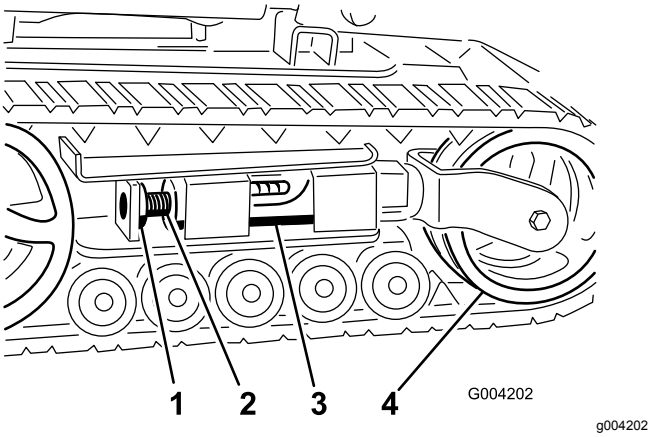
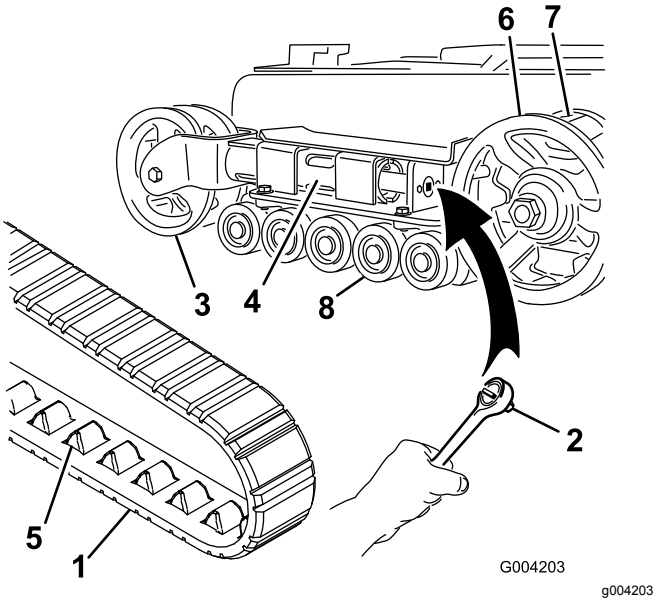
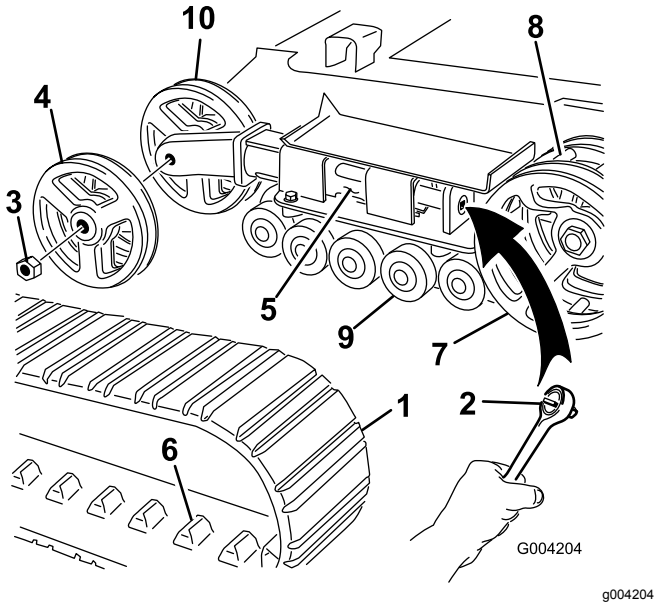

Figur 45
Figur 46
Figur 47
4. Ta bort låsbulten och muttern (Figur 45).
6. Rikta in den närmaste skåran i spännskruven med låsbultens hål, och säkra skruven med låsbult och mutter (Figur 45).
Obs: Du har smala larvband om de främre spännhjulen sitter inuti en klyka i änden på spännröret (Figur 46).
5. Använd en ½-tums hylsnyckel och lossa drivspänningen genom att vrida spännskruven medsols (Figur 45 och Figur 46).
6. Tryck spännhjulet mot bakre delen av enheten för att flytta spännröret mot ramen (Figur 46).
8. När larvbandet har avlägsnats från spännhjulet ska du ta loss det från drivhjulet och väghjulen (Figur 46).
9. Börja vid drevet och dra det nya larvbandet runt det. Kontrollera att spåren på larvbandet passar in mellan kuggarna på drevet (Figur 46).
10. Tryck in larvbandet under och mellan väghjulen (Figur 46).
Obs: Du har breda larvband om de främre spännhjulen sitter på sidorna av spännrörets ände (Figur 47).
5. Använd en ½-tums hylsnyckel och lossa drivspänningen genom att vrida spännskruven medsols (Figur 45 och Figur 47).
6. Tryck spännhjulet mot bakre delen av enheten för att flytta spännröret mot ramen (Figur 47).
7. Ta bort muttern som håller fast det yttre spännhjulet, och ta därefter bort hjulet (Figur 47).
8. Ta bort larvbandet (Figur 47).
9. Ta bort muttern som håller fast det inre spännhjulet, och ta därefter bort hjulet (Figur 47).
13. Montera det inre spännhjulet och fäst det med den mutter som avlägsnades tidigare (Figur 47).
15. Montera det nya larvbandet, och kontrollera att tapparna på bandet passar in mellan kuggarna mitt i drevet (Figur 47).
16. Montera det yttre spännhjulet och fäst det med den mutter som avlägsnades tidigare (Figur 47).
6. Sätt den infettade väghjulshatten över bulthuvudet (Figur 46).
7. Fäst väghjulshatten med låsringen (Figur 46).